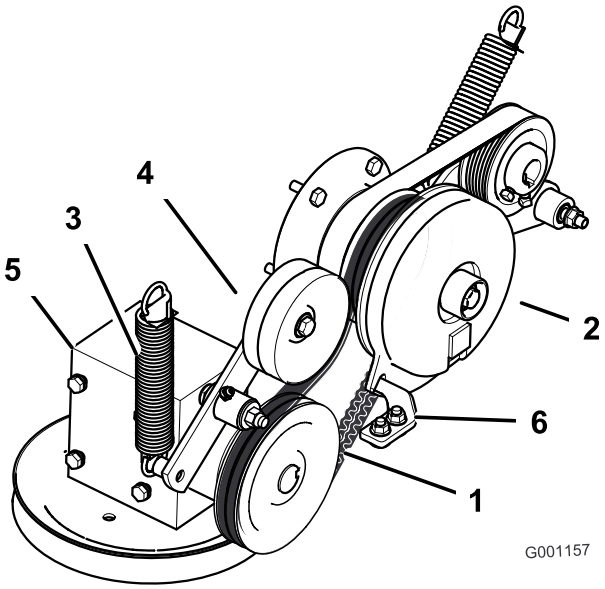

Figur 58
4. Fjern fjæren fra lederullarmen (Figur 58).
7. Sett den nye kraftuttaksremmen på clutchremskiven og girkasseremskiven (Figur 58).
9. Monter fjæren på lederullarmen (Figur 58).